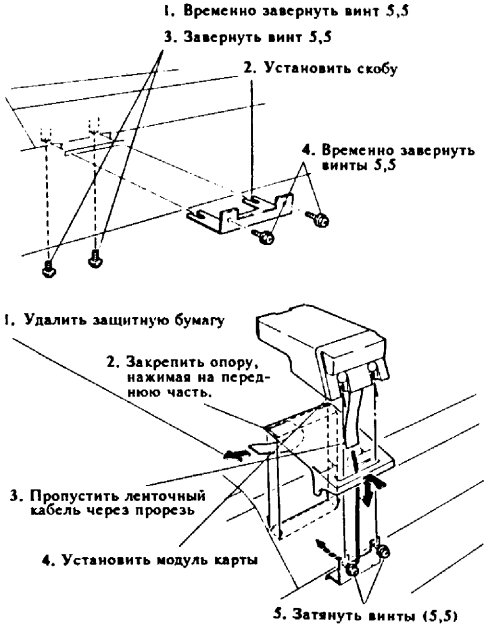

Рис.7 Установка модуля карты
(1) Отключите питание и выньте вилку из розетки.
(2) Снимите переднюю, левую верхнюю и правую верхнюю крышки.
(3) Установите модуль карты на правую верхнюю крышку (рис.7).